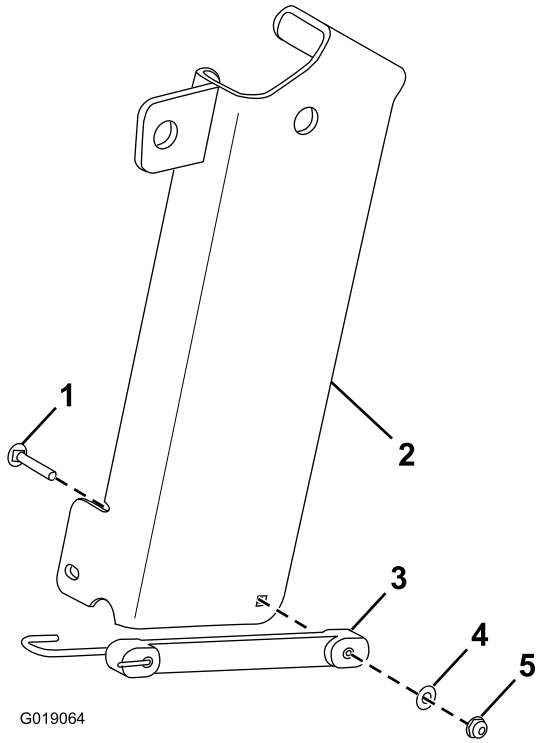

Figure 1
1. Secure the bungee to the jack storage bracket with a carriage bolt, a flat washer, and a hex-flange nut (Figure 1).